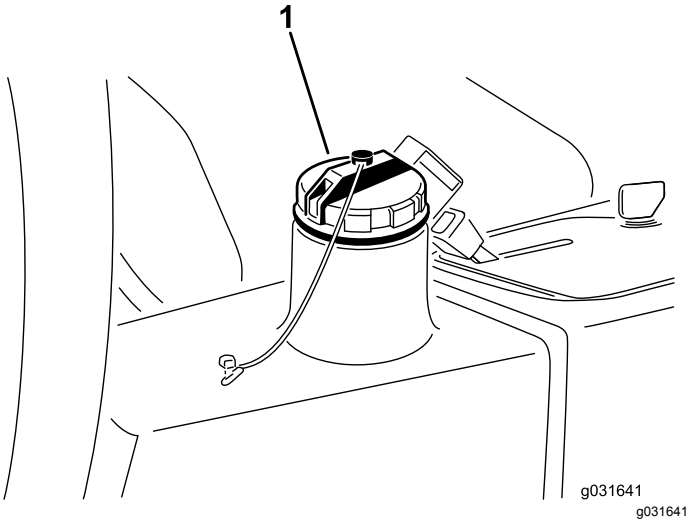

Figur 67
4. Fyll tanken (Figur 67) med cirka 13,2 liter hydraulvätska. Se Specifikation för hydraulvätskan (sida 51) och Kontrollera hydrauloljenivån (sida 52).